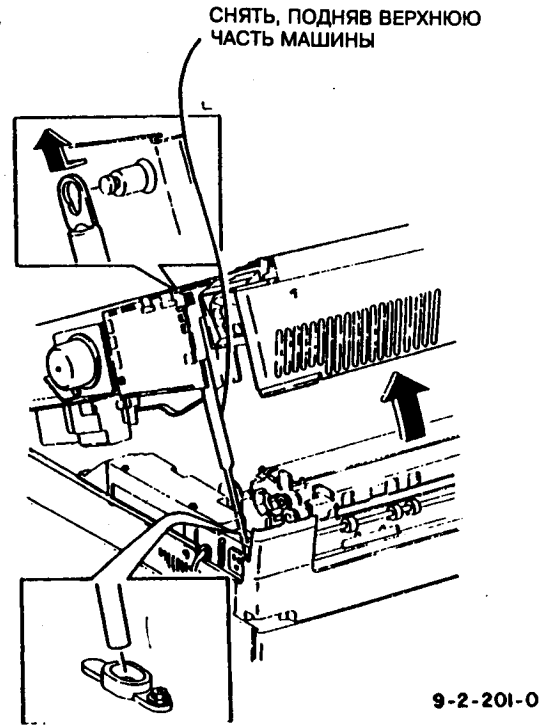

Рис.1 Снятие заднего пневмоамортизатора
3. Снять пневмоамортизатор (рис.1).